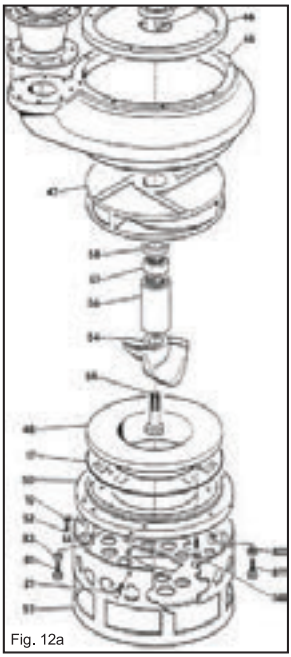

Fig. 12a
- Remova a conexão 56 (Fig. 12a), em seguida a porca 57 e o espaçador 58.